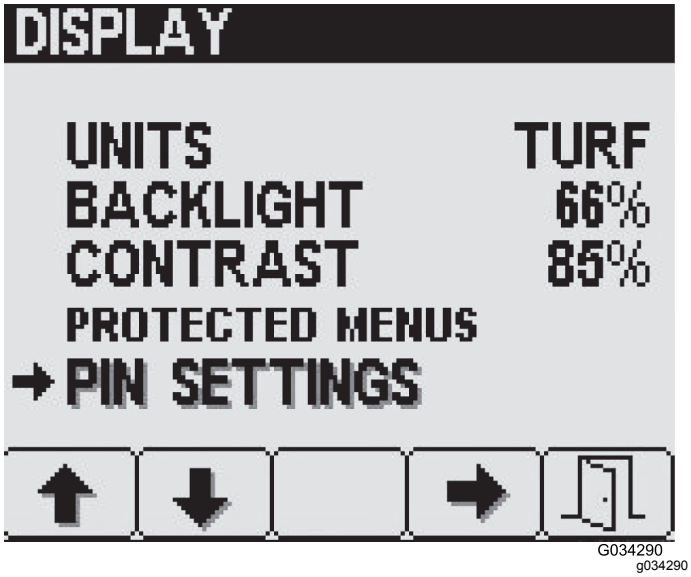

Figur 31
1. Tryck på knapp 2 på menyskärmen Skärm för att gå till PIN-inställningar, och tryck sedan på knapp 4 för att välja PIN-inställningar (Figur 31).
1. Trycka på knapp 2 på skärmen PIN-inställningar för att gå till Ändra PIN, och tryck sedan på knapp 4 för att välja Ändra PIN (Figur 31).